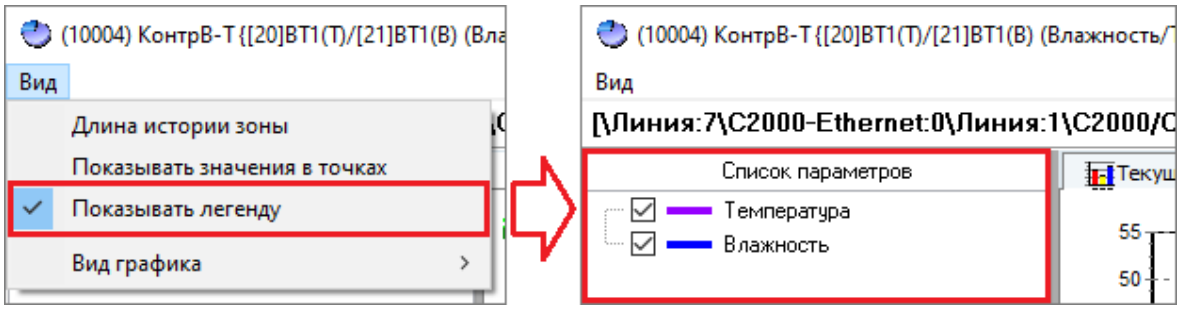

Рисунок 12-66 Отображение области легенды в окне графиков
- ***Лесенка*** – ступенчатый график (см. Рисунок 12-66),
Отображение области легенды в окне графиков является настраиваемым. Включение/отключение отображения области легенды осуществляется нажатием на пункт «Показывать легенду» в меню «Вид» окна графиков (см. Рисунок 12-66).